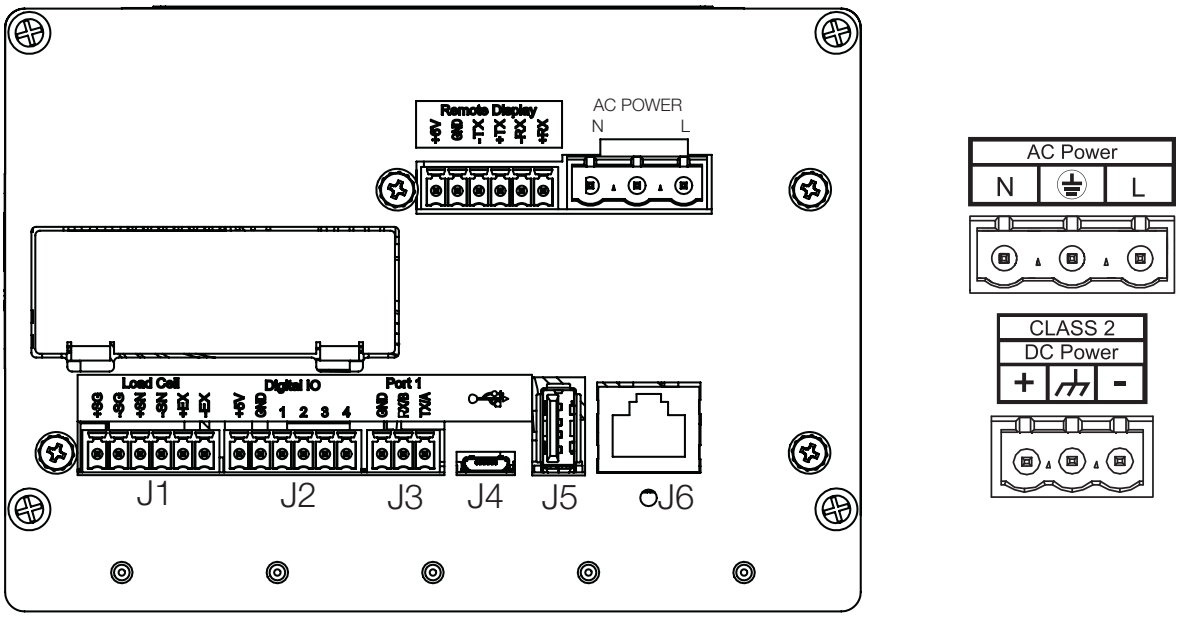

*Figura 2-17. Punto de conexión de alimentación*
A continuación se muestran las conexiones de alimentación para el alojamiento para panel 880. Se utiliza un conector de 3 clavijas para conectar la alimentación de CA (N.º de ref. 152334) o de CC (N.º de ref. 15888) a la placa de fuente de alimentación. Conecte los hilos como se muestra en la Figura 2-17.
El conector J3, consulte la Figura 2-17 en la página 23, proporciona las conexiones para las comunicaciones seriales RS-232 o RS-485/RS-422 de dos hilos, consulte la Tabla 2-4 para las asignaciones de clavijas.
El puerto de dispositivo USB (conector micro USB J4, Figura 2-17 en la página 23), se ha diseñado para su conexión exclusiva a una computadora. Se muestra como Virtual COM Port y se le asigna la designación “COMx”. Las aplicaciones se comunicarán a través del puerto como un puerto de comunicaciones RS-232 convencional.
El 880 puede ser host de un dispositivo USB a través de la conexión USB de Tipo A (J5), consulte la Figura 2-17 en la página 23. Los dispositivos admitidos incluyen teclados y unidades de memoria USB, consulte el Apartado 3.2.11 en la página 54 para la configuración.
El 880 ofrece la comunicación Ethernet TCP/IP 10Base-T/100Base-TX mediante un conector RJ45 estándar (J6), consulte la Figura 2-17 en la página 23. Puede admitir dos conexiones simultáneas, una como un servidor, y la otra como un cliente.